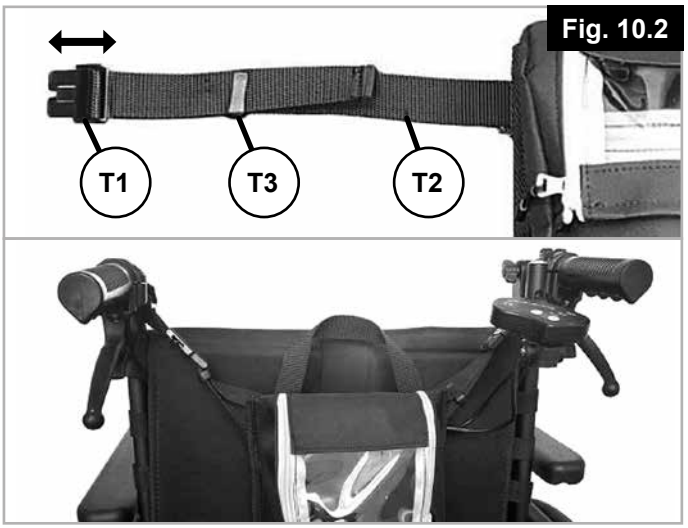

Fig. 10.2
10.2 Fixation de la sacoche sur le fauteuil (Fig. 10.2)